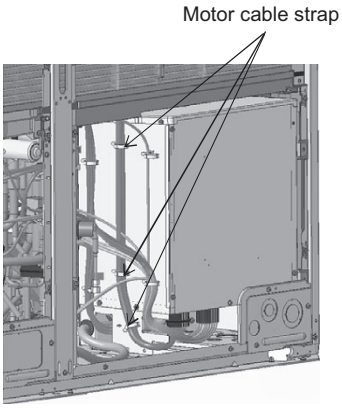

Figure 5
(7) Remove the 3 cable straps holding motor wiring from the control box. (See Figure 5.)